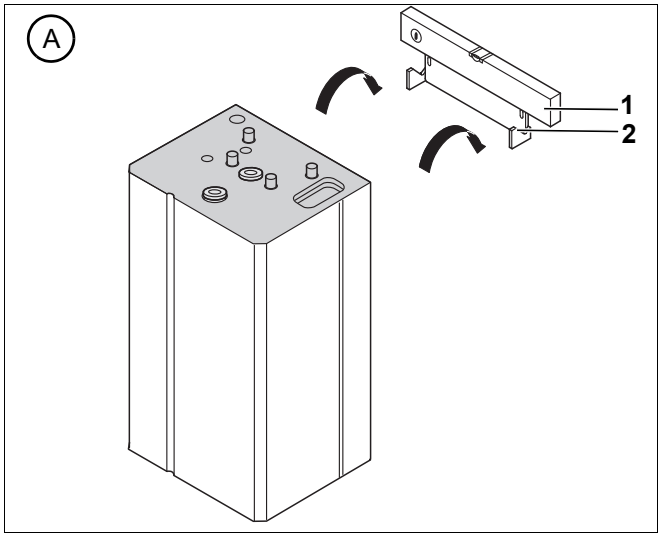

Рис. 5 Подвеска бака на стену (подключения сверху)
- При подвеске на стену разметьте отверстия под дюбели (рис. 5).
- Подвесьте бак соответственно подключению сверху двумя выемками на крюки кронштейна (рис. 5).